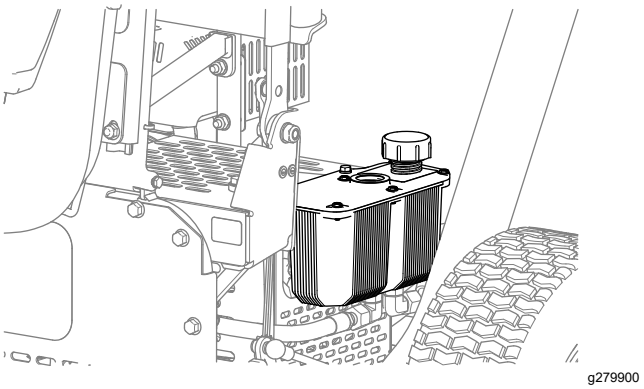

**Figur 39**
2. Skruva av hydraultanklocket (Figur 39).
4. Montera tanklocket (Figur 39).